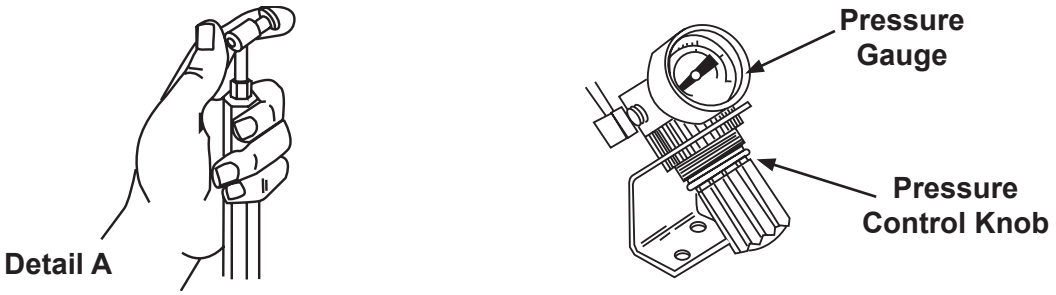

Figure 4-10. Pressure Adjustment
See Figure 4-10.
2. Squeeze the open air cut-off tip between the thumb and forefinger to restrict the air flow. **See Figure 4-10**. Detail A.